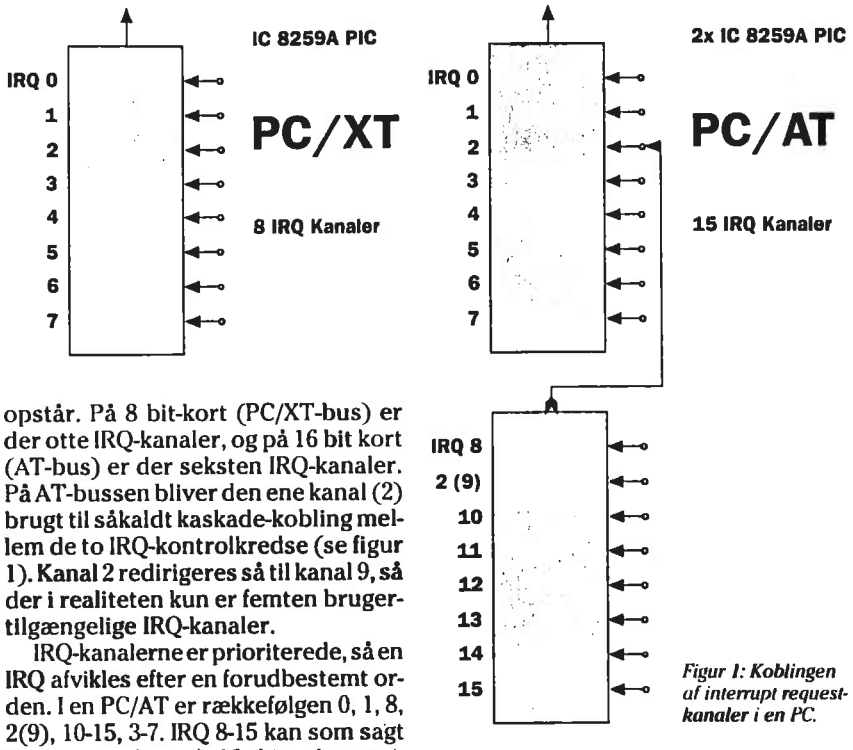

Figur 1: Koblingen af interrupt request-kanaler i en PC.
opstår. På 8 bit-kort (PC/XT-bus) er der otte IRQ-kanaler, og på 16 bit kort (AT-bus) er der seksten IRQ-kanaler. På AT-bussen bliver den ene kanal (2) brugt til såkaldt kaskade-kobling mellem de to IRQ-kontrolkredse (se figur 1). Kanal 2 redirigeres så til kanal 9, så der i realiteten kun er femten brugertilgængelige IRQ-kanaler.